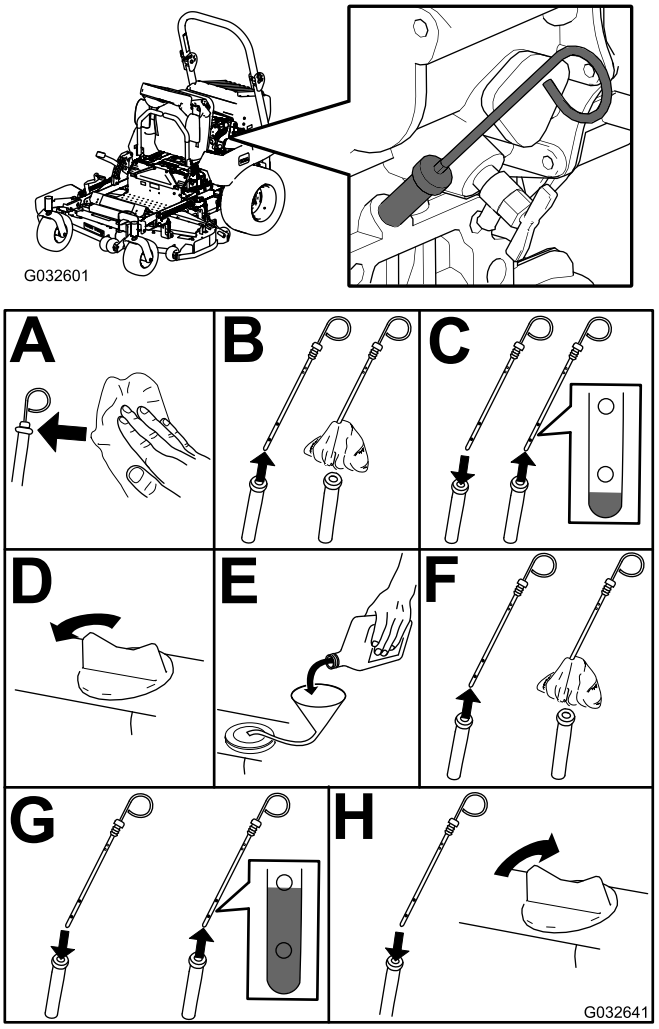

Figur 47
3. Kontroller motoroljenivået (Figur 47).